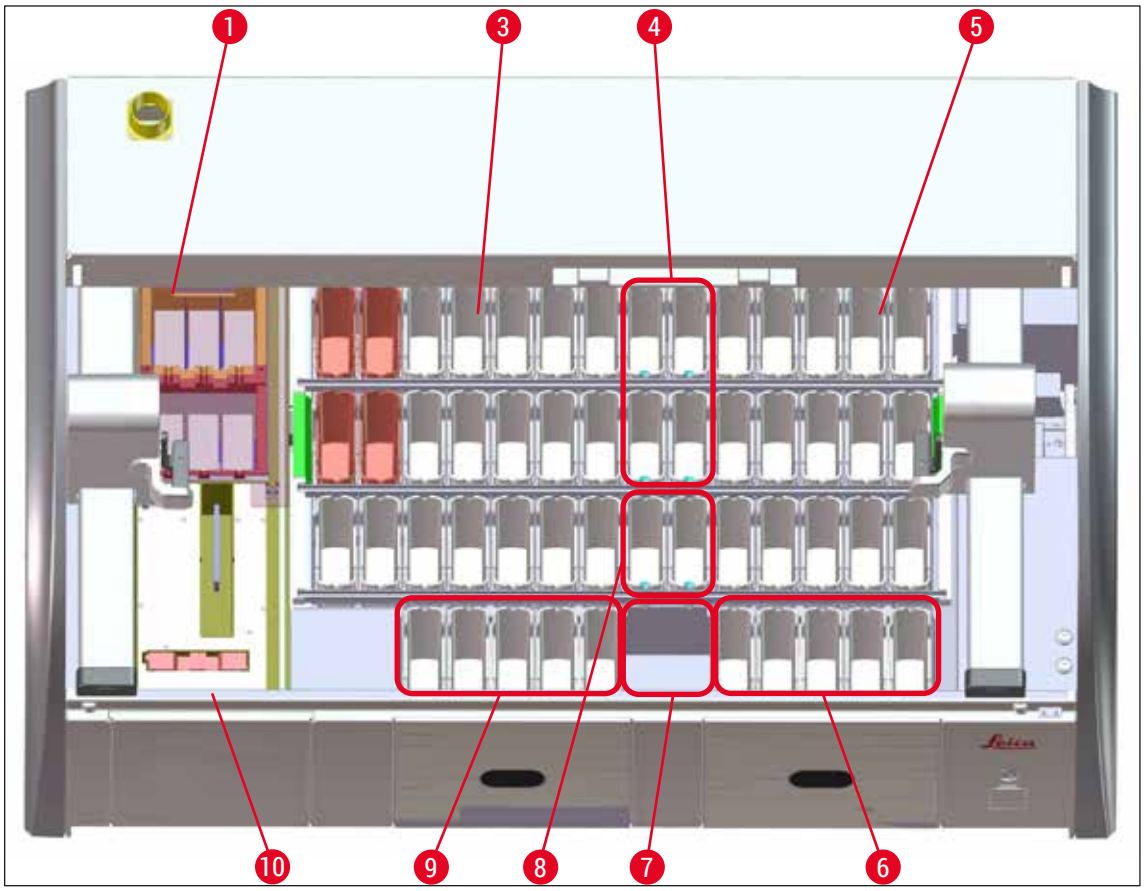

Fig. 65
- Dupliserte stasjoner må være på samme side av beholderfeltet (→ "Fig. 40") (→ "Fig. 65"). Ellers kan ikke justeringen av fargebadlayouten lagres.
- (→ "Fig. 65") viser en oversikt over de forskjellige stasjonene i beholderfeltet.